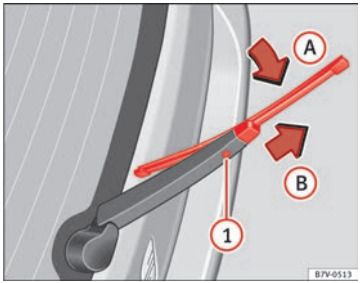

Fig. 119 Changing the rear wiper blade
- Lift the windscreen wiper arm and fold it at an angle of approximately 60° ⇒ Fig. 119.
- Press and hold the release button (1).
- Fold the wiper blade towards the windscreen wiper arm ⇒ Fig. 119 (arrow (A)) while simultaneously pulling in the direction of arrow (B). This may require some strength. ▶
- Insert a new blade of the **same length and type** in the windscreen wiper arm in the opposite direction to the arrow (B) and hook into place. This feature is operational when the knob is in position (arrow (A)).